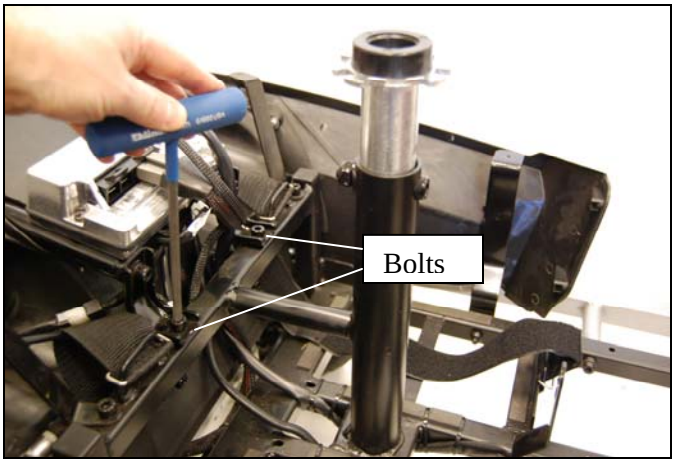

Figure 22. Controller Bracket Removal
2) Remove the (2) 6mm Allen bolts connecting the controller bracket to the scooter frame. They are located inside the battery compartment directly behind the seat pedestal. See figure 22. ***Note: If the bolts will not turn freely, loosen them by tapping the bolt heads with a hammer.***